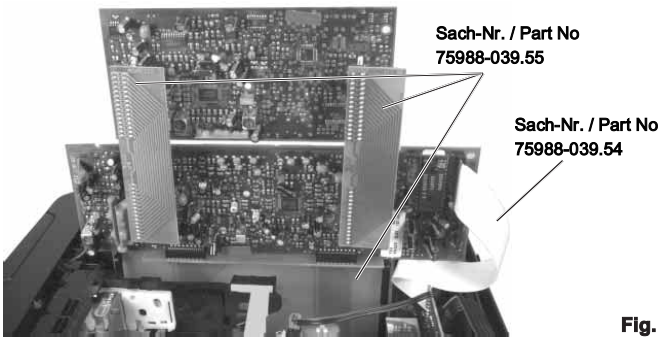

Fig. 13
– Sandwich-S-VHS-Platte auseinanderziehen und kleine Adapterkarten (Fig. 13) kontaktieren.
– Die S-VHS-Platte so wie in Fig. 13 gezeigt auf Adapterkarte stecken und Verbindung (Sach-Nr. 75988-039.54) zur IO-Platte herstellen.
– Pull the Sandwich S-VHS Board apart and connect the small Adapter Cards (Fig. 13).
– Insert the S-VHS Board into the Adapter Card as shown in Fig. 13 and reestablish the connection (part no. 75988-039.54) to the IO-Board.